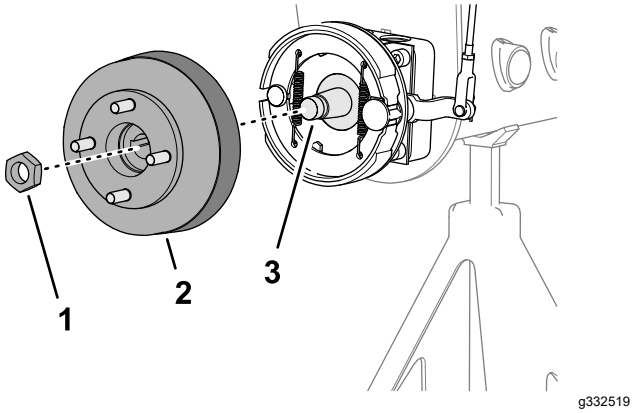
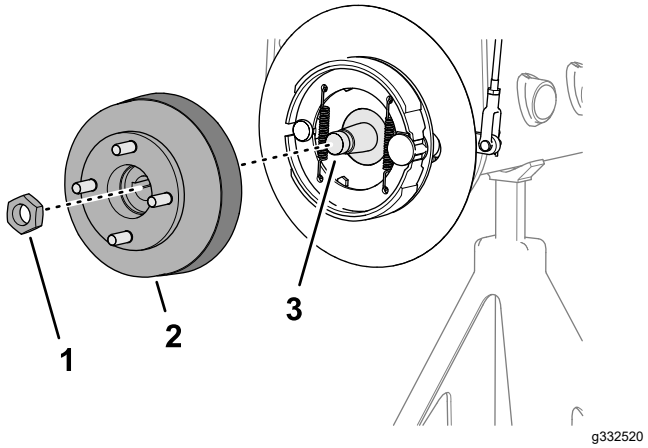

**Figur 74**
**Figur 75**
3. Monter hjulnavet og bremsetromlen på hjulmotorakslen (Figur 74 eller Figur 75).
4. Fastgør hjulnavet til akslen med låsemøtrikken (Figur 74 eller Figur 75), og tilspænd den med håndkraft.